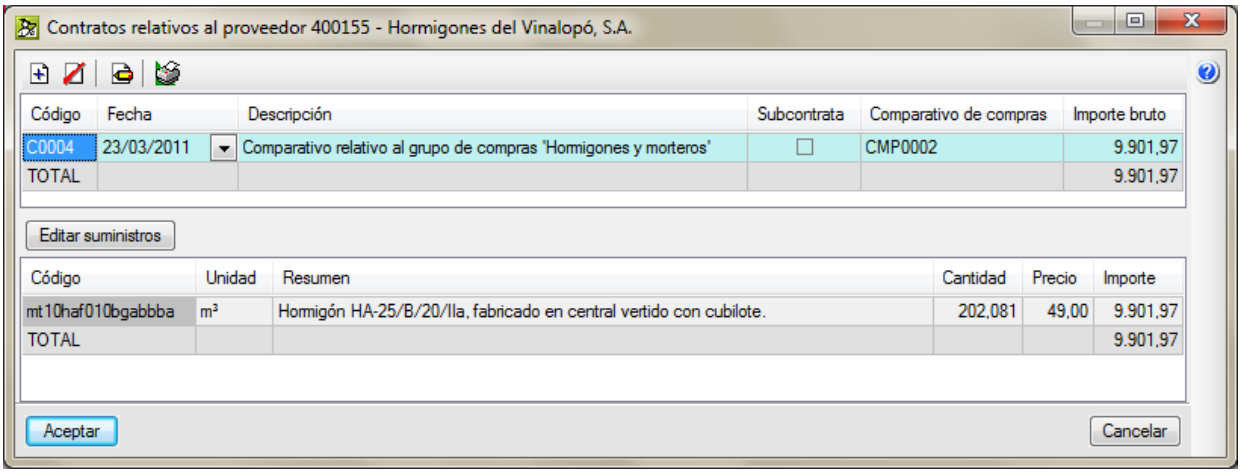

Fig. 3.111
Al elegir esta última opción para crear o ver los contratos de un proveedor se le pedirá en primer lugar que seleccione el proveedor al que asociar este documento. Su funcionamiento es análogo al de los documentos Pedido, Albarán y Factura recibida. Al elegir el proveedor aparecerá el diálogo de la Fig. 3.111.
- **Cantidad.** Es la cantidad del suministro en el contrato. Para editar este dato debe pulsar el botón **Editar suministros** Fig. 3.111. Aparecerá el diálogo de la Fig. 3.112.
- **Precio.** Es el precio del suministro en el contrato. Para editar este dato debe pulsar el botón **Editar suministros** Fig. 3.111. Aparecerá el diálogo de la Fig. 3.112.
Las explicaciones de las opciones y herramientas de la barra de botones del diálogo **Contratos relativos al proveedor…** Fig. 3.111 puede localizarlas en el apartado de este manual 3.4.5. Edición de documentos.